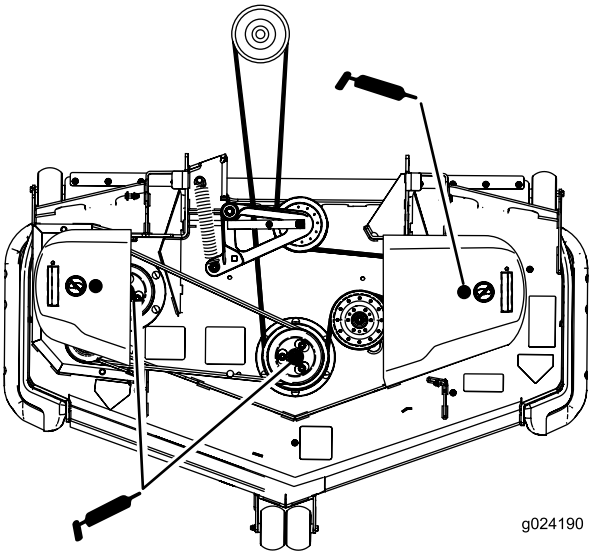

Figur 37
3. Smør de tre spindellejer, indtil der kommer fedt ud af de nederste tætninger (Figur 37).
5. Smør drivremmens styrearm (Figur 37).